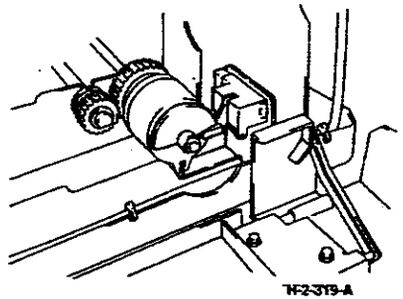

**Рисунок 2. Совмещение муфты и датчика разъединения зажима**
2. (Рисунок 2) Проверьте, что буртик на кронштейне датчика входит в прорезь датчика разъединения зажима и активатор на валу муфты находится на одном уровне с активатором датчика разъединения зажима.